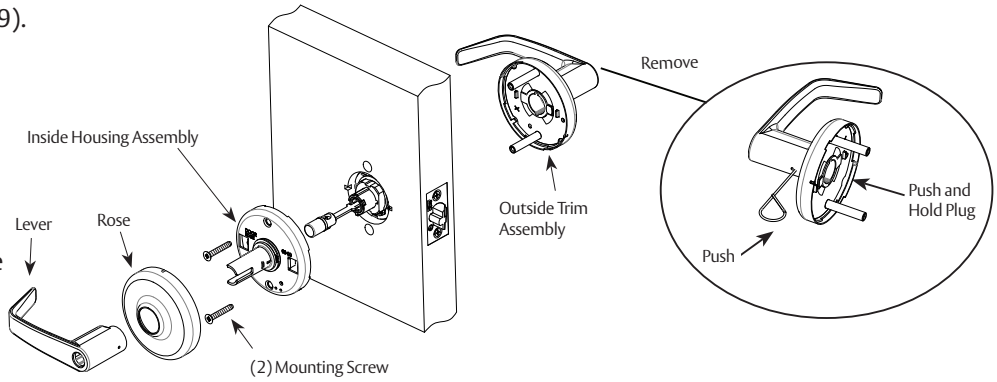

Figure 16
3. Remove (2) mounting screws and inside housing assembly.
5. Push and hold plug back (located inside of outside trim assembly). See Figure 16.